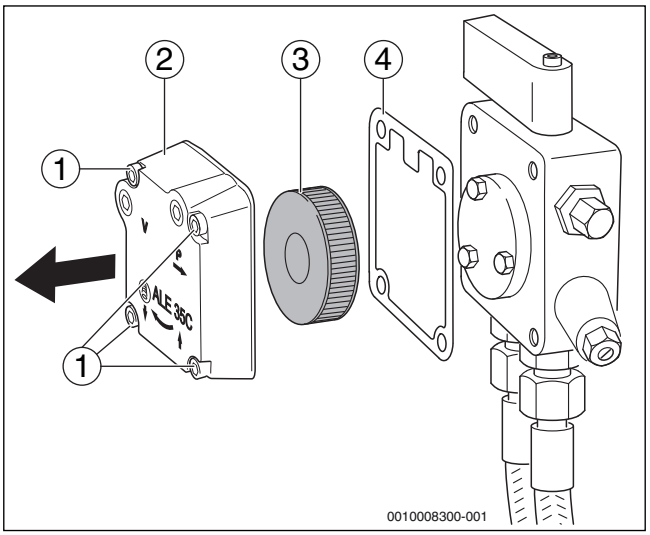

Fig. 28 Controllo del filtro della pompa – pompa del gasolio Suntec
▶ Allentare le quattro viti ad esagono cavo (→ fig. 28, [1]).
▶ Estrarre il coperchio del corpo (→ fig. 28, [2]).
▶ Estrarre il filtro della pompa del gasolio (→ fig. 28, [3]).
▶ Controllare eventuale usura o danneggiamento della guarnizione (→ fig. 28, [4]) ed eventualmente sostituirla.
▶ Pulire il filtro della pompa gasolio (→ fig. 28, [3]) con benzina da lavaggio, eventualmente sostituirlo e rimontarlo nella pompa del gasolio.